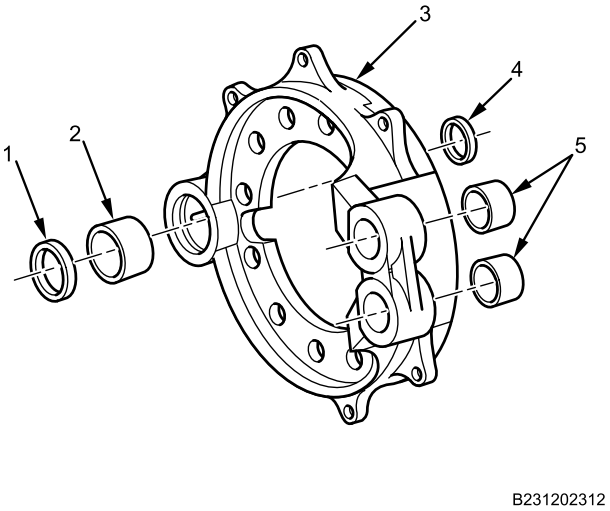

Figure 2. Remove Seals and Bushings.
1. Using seal removal tool, remove two camshaft seals (Figure 2, Item 1 and 4) from rear brake spider assembly (Figure 2, Item 3). Discard seals.
2. Using bushing puller tool, remove two anchor pin bushings (Figure 2, Item 5) and camshaft bushing (Figure 2, Item 2) from rear brake spider assembly (Figure 2, Item 3). Discard bushings.